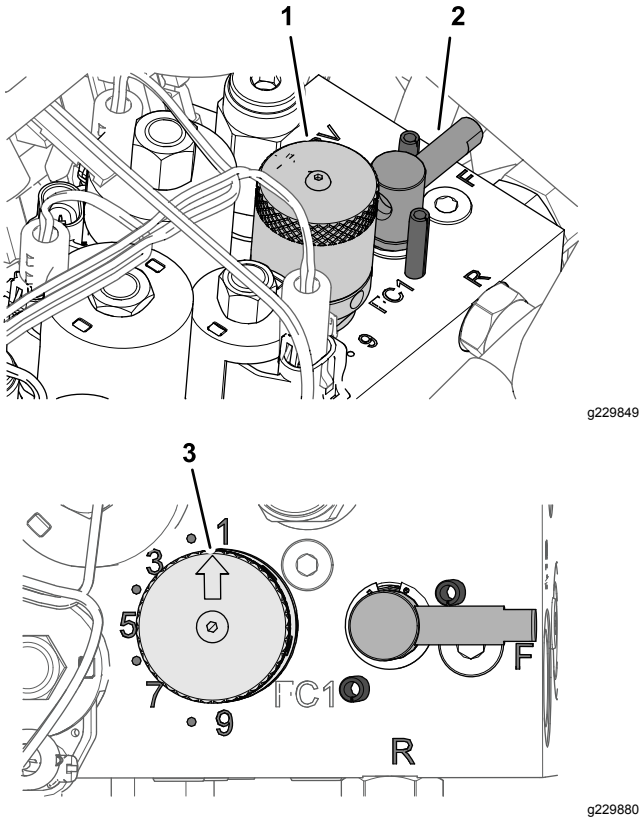

Figur 53
5. Justera cylinderhastigheten genom att vrida ratten på cylinderhastighetsreglaget (Figur 53) tills indikatorpilarna är i linje med den siffra du fastställde i steg 3.